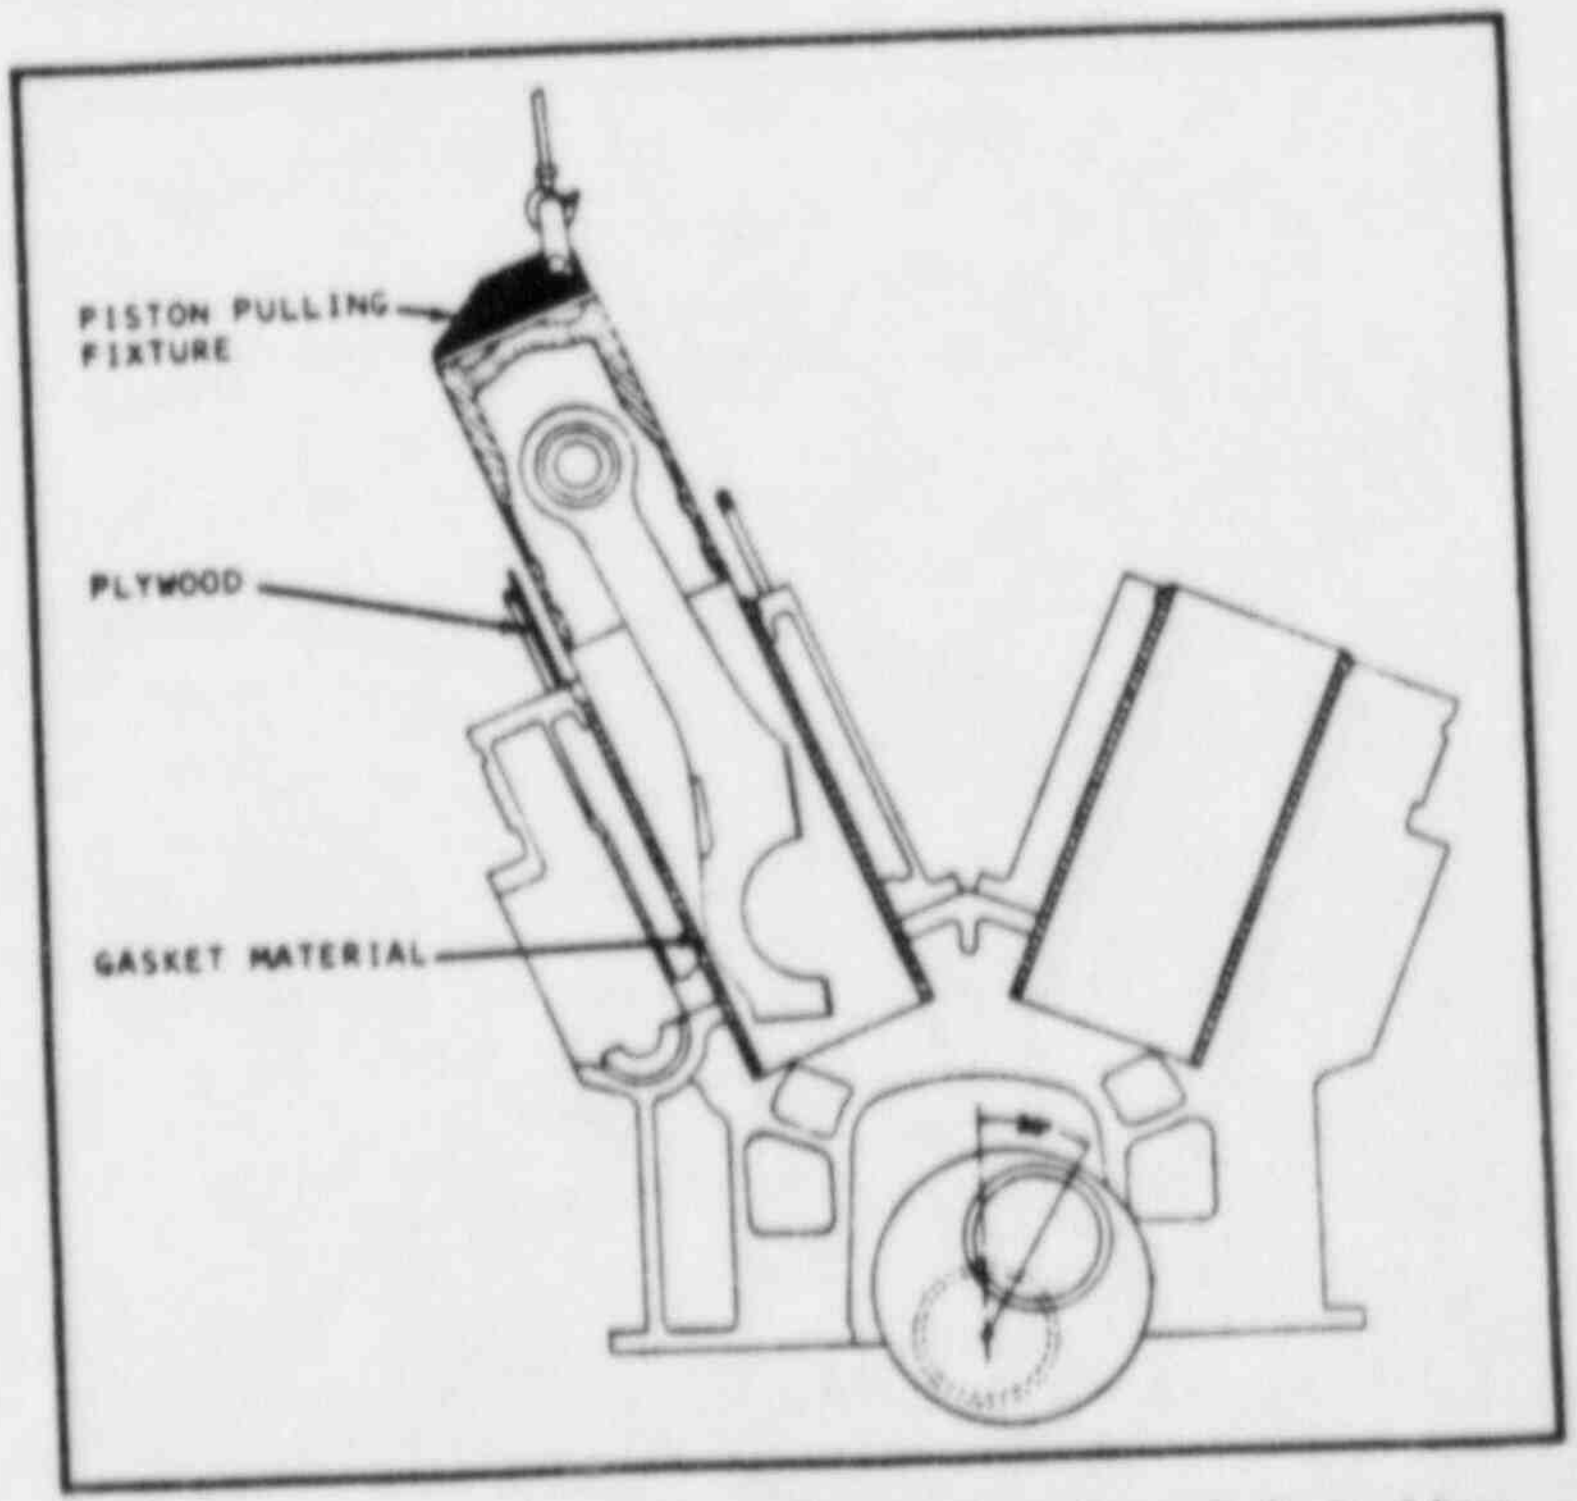

Figure 6-C-6. Lifting Master Rod and Piston From Cylinder Liner
c. Pull piston and rod in the same manner as piston and link rod were pulled (see figure 6-C-6).
c. Install tools and handling equipment as shown in figure 6-C-2 except that a piston holder spacer ring need not be installed on the master rod side. Attach a piston pulling fixture to the master rod piston and attach hook of overhead crane.